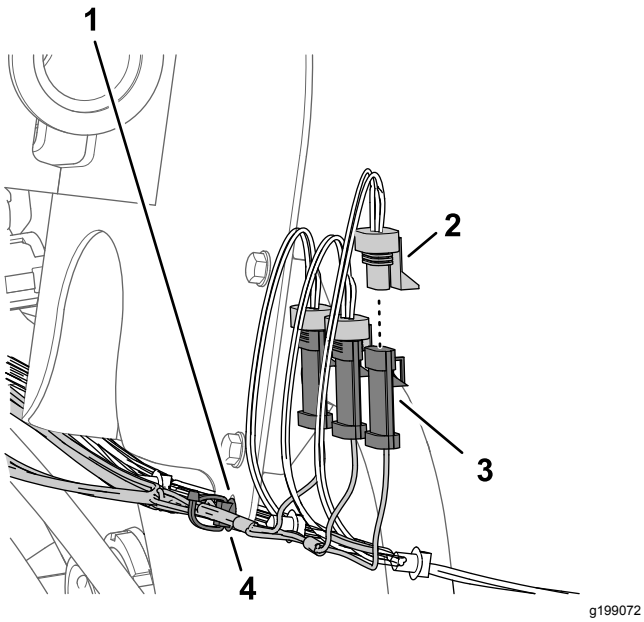

Figur 84
1. Tilslut stikket med 3 ben på ledningsnettets afgreningsledning (89 cm) med angivelsen VENSTRE SPRØJTE til stikket med 3 sokler på maskinens ledningsnet med angivelsen VENSTRE SPRØJTEVENTIL (Figur 84).
2. Tilslut stikket med 3 ben på sættets ledningsnet med angivelsen MIDTERSTE SPRØJTE til stikket med 3 sokler på maskinens ledningsnet med angivelsen MIDTERSPRØJTEVENTIL (Figur 84).
3. Tilslut stikket med 3 ben på sættets ledningsnet med angivelsen HØJRE SPRØJTE til stikket med 3 sokler på maskinens ledningsnet med angivelsen HØJRE SPRØJTEVENTIL (Figur 84)
4. Sæt skubbefastgørelsesanordningen på sættets ledningsnet ind i hullet i flangen på gennemstrømningsmålerens beslag (Figur 84).